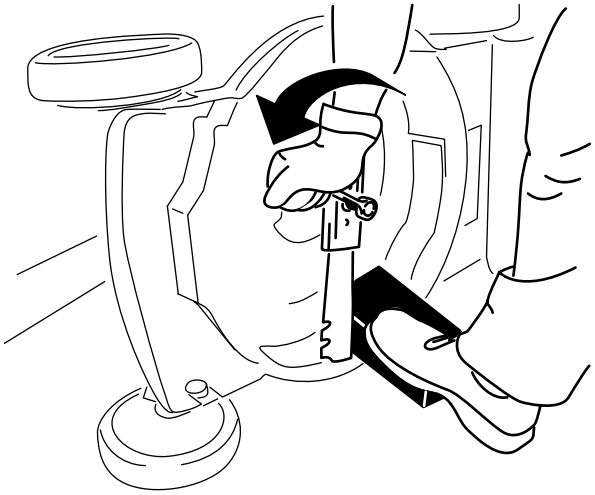

Figur 38
3. Håll kniven stilla med hjälp av en träkloss (Figur 38).
4. Ta bort kniven och spara alla monteringsdelar (Figur 38).